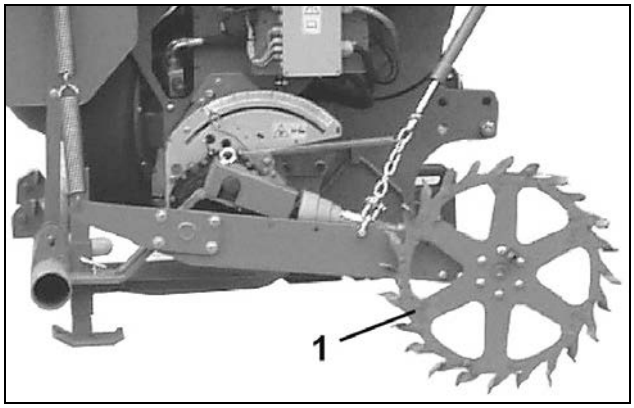

図 25
- スターホイール（図 25/1）は、無段階式ギアボックスを介して種子用計量装置の計量ローラーを駆動します（電動完全計量では不可）。